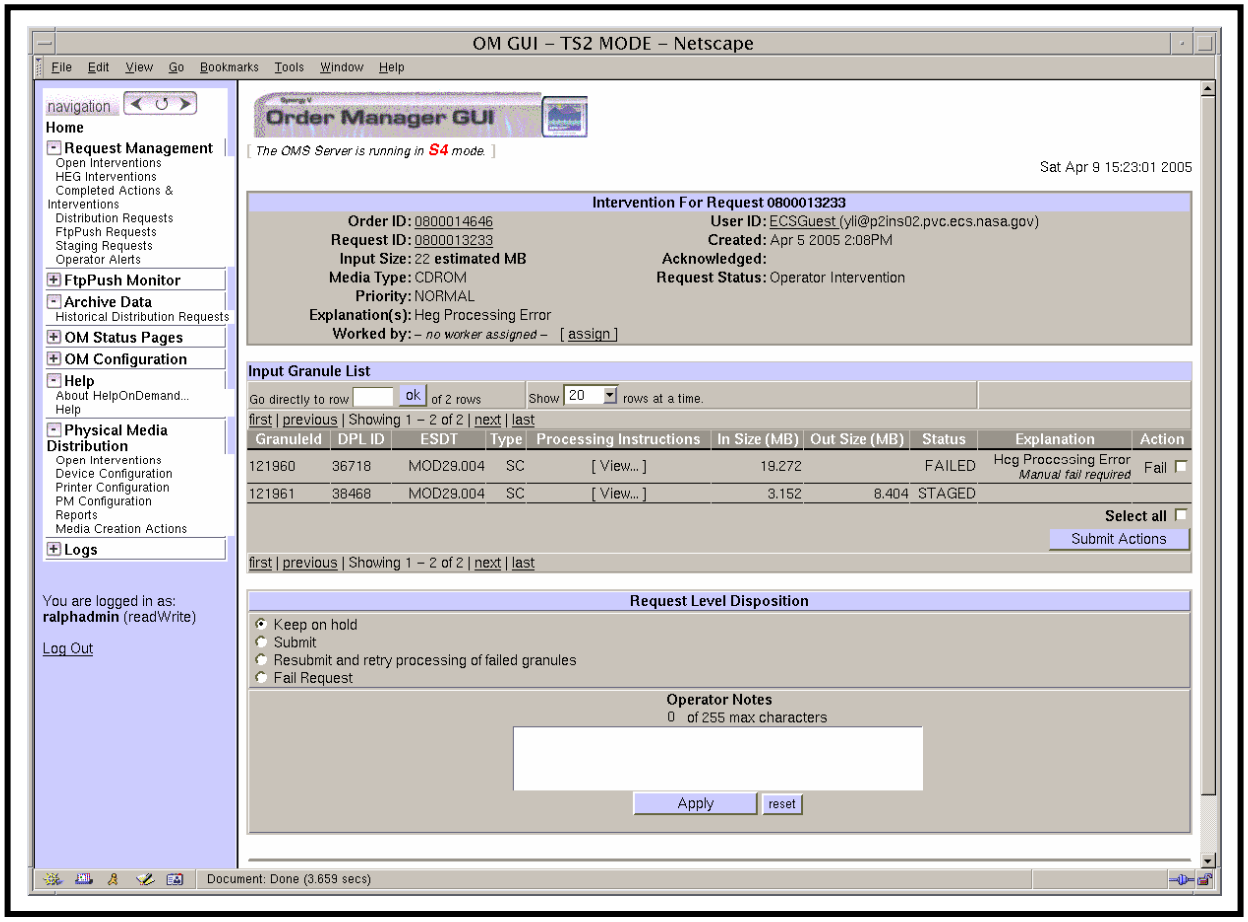

Figure 41. Open HEG Intervention Detail (Intervention for Request X) Page
- For example, clicking on Request ID **0800013233** brings up an **Open HEG Intervention Detail** page (i.e., **Intervention for Request 0800013233**) (Figure 41).
5 Observe information displayed on the **Open HEG Intervention Detail** page (Figure 41).
- The following items are displayed on the **Open HEG Intervention Detail** page (Figure 41).
- The **Open HEG Intervention Detail** page (Figure 41) is dismissed.
The **Open HEG Intervention Detail** page (Figure 41) provides the full-capability operator with a means of performing the following kinds of interventions:
- The **Open HEG Intervention Detail** page (Figure 41) is being displayed on the **OM GUI**.
- If the **Open HEG Intervention Detail** page (Figure 41) is not being displayed on the **OM GUI**, go to the procedure for **Viewing Open HEG Intervention Information on the OM GUI** (preceding section of this lesson).
1 Observe the information displayed in the **Worked by** column of the **Open HEG Intervention Detail** page (Figure 41).
- **OK** - to dismiss the warning dialogue box and the **Close Confirmation** page and return to the **Open HEG Intervention Detail** page (Figure 41).